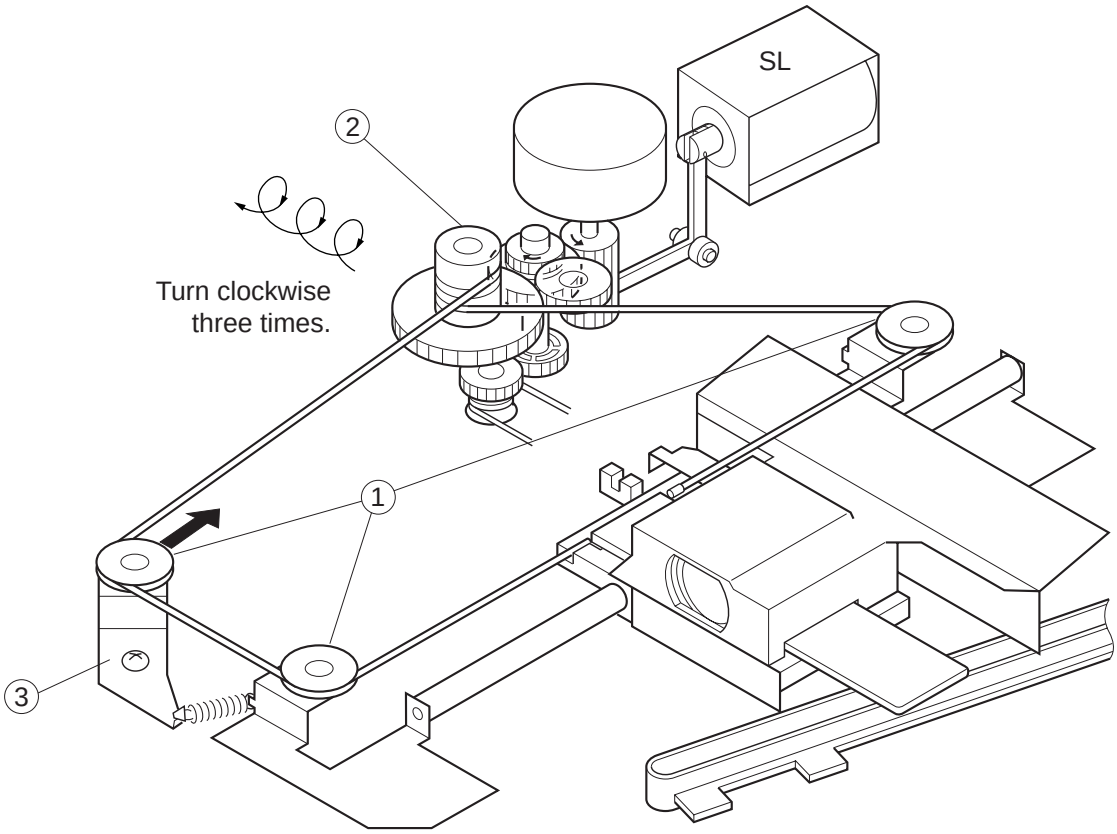

Figure 3-421 Lens Drive Assembly
1) Attach the lens cable to each pulley ① while winding it around the lens pulley ② as indicated in Figure 3-421.
2) Move the tension pulley ③ to hook the cable.